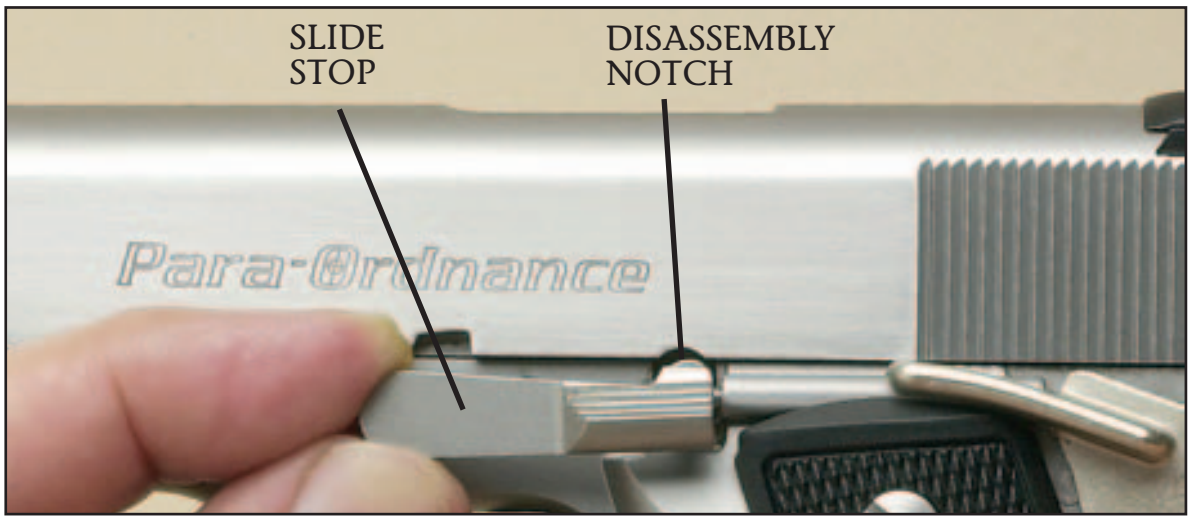

Figure 8
STEP 5. Push the slide back to the point that the slide stop lug is directly opposite the disassembly notch (***Figure 8***). Then push the rounded end of the slide stop pin, on the right side of the receiver, inward and through the receiver and out the left side.